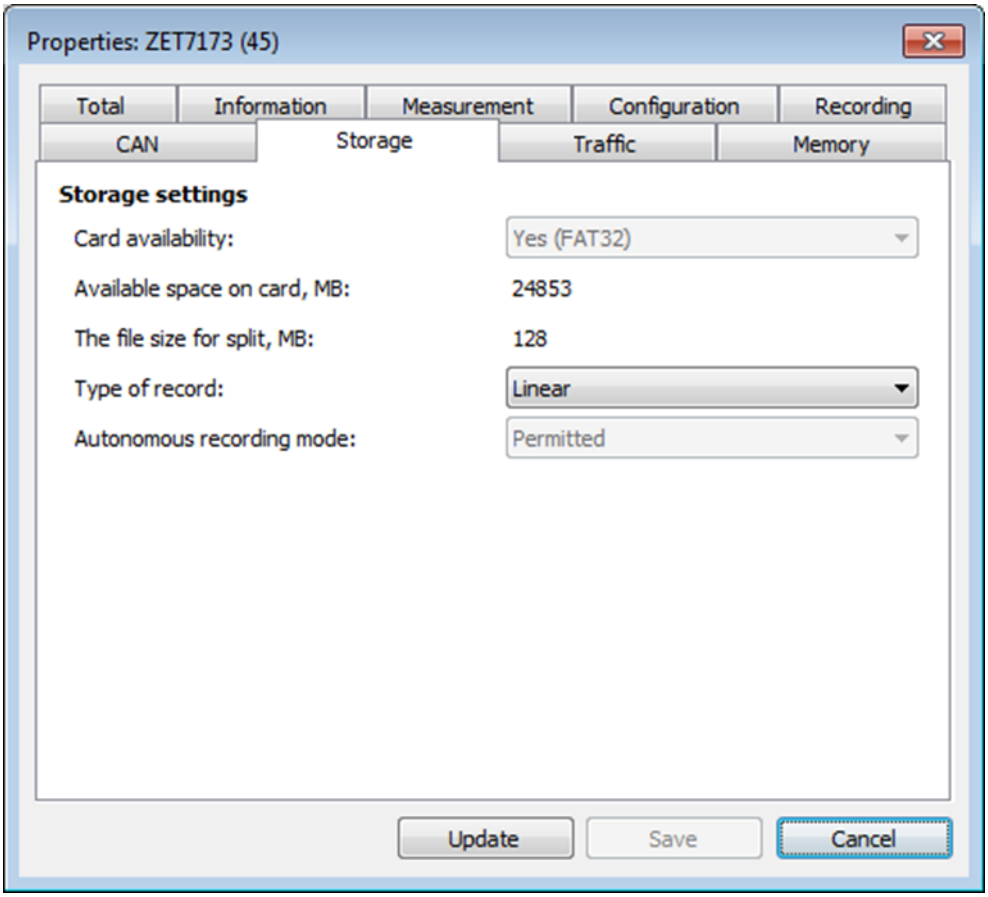

Figura 2.13 ZET 7173: Pestaña “Storage”
- Seleccione la propiedad “Linear” en el campo “Type of record” de la pestaña “Storage” (*Figura 2.13*)